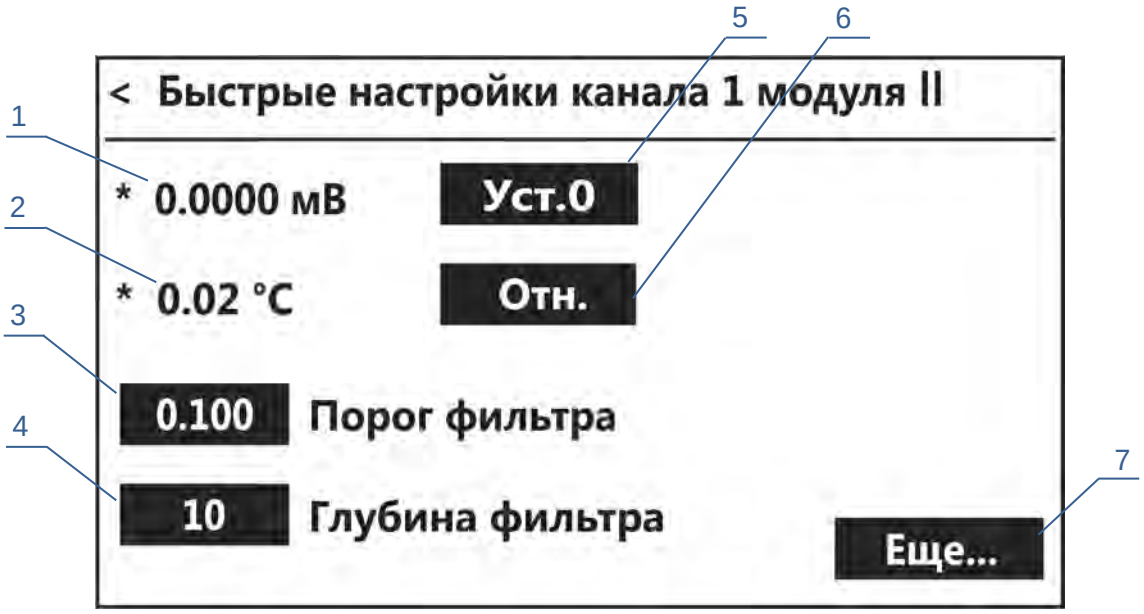

Рисунок 9 — Быстрые настройки канала
- нажать на текущее значение порога фильтра (элемент 3 рисунок 9);
- аналогично ввести значение глубины фильтра (элемент 4 рисунок 9);